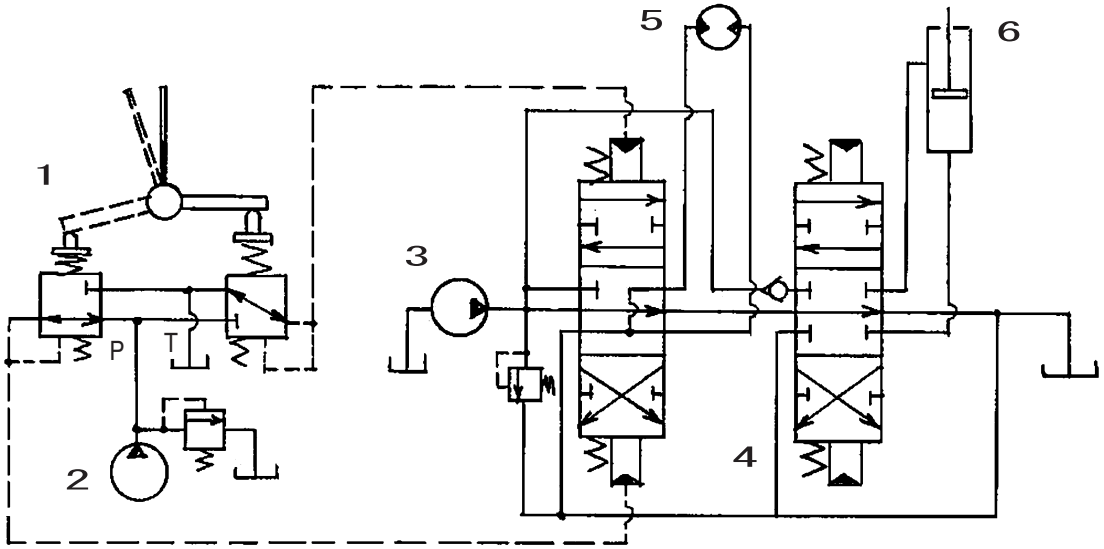
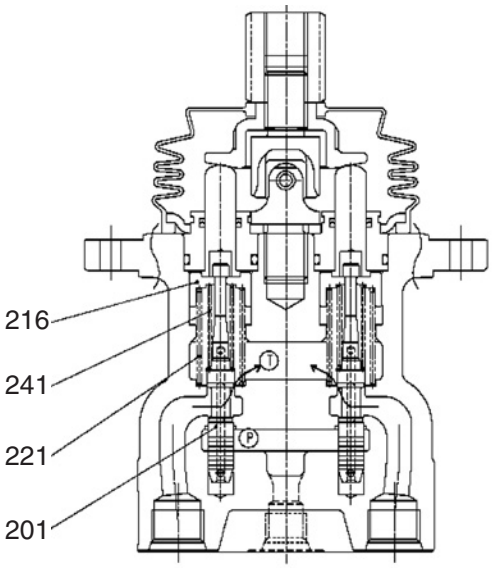
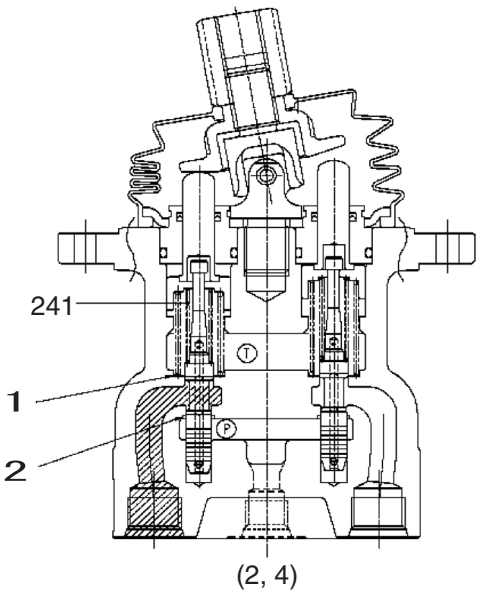

Figure 1 Remote control valve usage example
Figure 2 When handle in neutral
Figure 4 When handle held
(1) External shape diagram (Figure 1) and configuration diagram (Figure 2)
External shape diagram (Figure 1)
Structural diagram (Figure 2)
Operation of the remote control valve is explained based on the hydraulic circuit diagram (Figure 1) and operation explanation diagrams (Figure 2 through Figure 4). Figure 1 is a typical usage example for the remote control valve.
[1] When handle in neutral (See Figure 2.)
[3] When handle held (See Figure 4.)